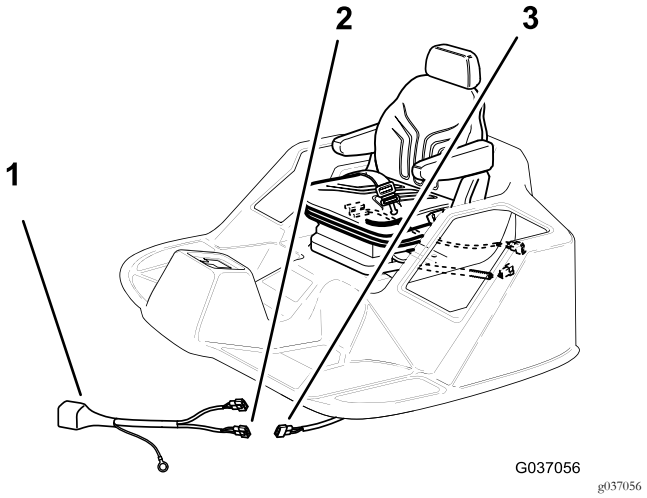

Figur 20
2. Slut stikket med to blade fra relæets ledningsnet til stikket med to sokler (Figur 20) på maskinens ledningsnet, som du frakoblede i trin 1 af 2 Afmontering af sædet (side 4).